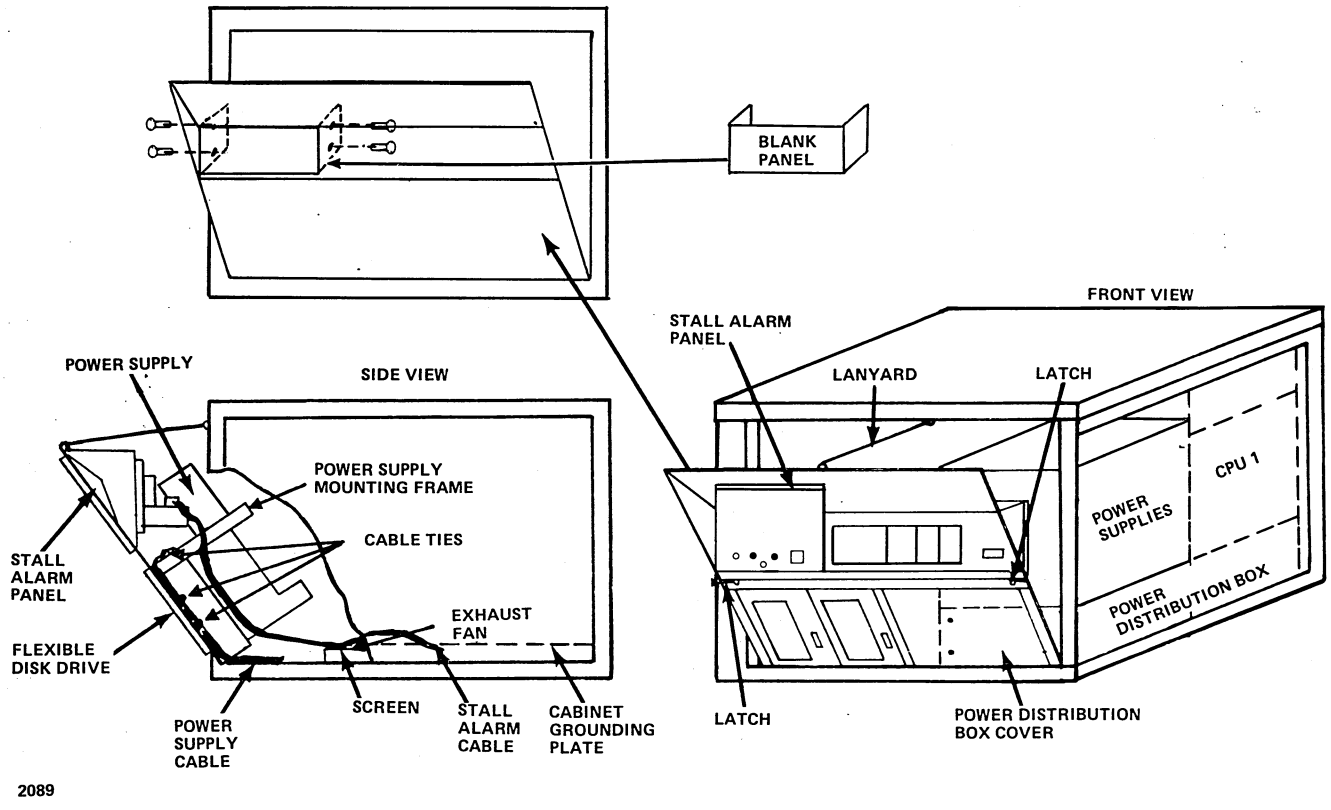

Figure 30-7. Stall Alarm Panel Signal Cabling
3. Remove the blank panel from the cassette drive cavity (two screws and nuts on each side). (See figure 30-7.)